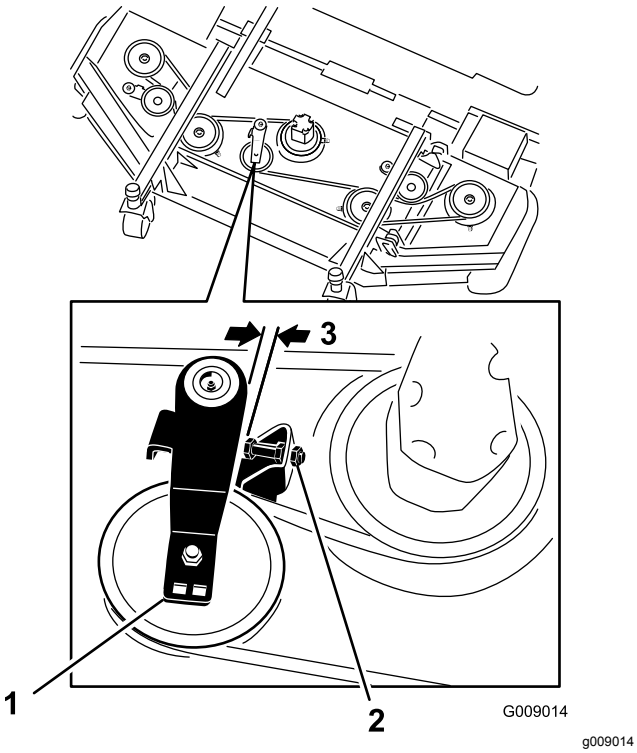

**Figur 127**
3. På frontskjoldet, midterposition, løsnes kontramøtrikkerne på styreremskivens stopskrue, og stopskruen skrues ind i beslaget (Figur 127).
4. Brug en skraldenøgle eller et lignende stykke værktøj til at flytte hver af de sidemonterede skjoldes remskiver væk fra drivremmen for derved at løsne remspændingen og lade remmen glide af de sidemonterede skjoldes remskiver (Figur 127).